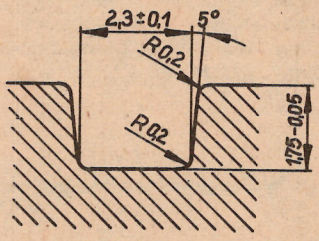

Abb. 3
Vorn am Winkelgestell befindet sich ein einzelnes Rad (Abb. 3). Beim Mähen in Fahrtrichtung laufen alle 3 Räder auf der gemähten Fläche, so daß keine Spur entsteht, außerdem kommt man auch an Hindernisse dicht heran.
Die Bolzen (21) und alle Wellen sind aus Messing. Der Durchmesser der Bolzen beträgt 6 mm, der der Wellen 12 mm. Die Dichtringe in den Wellen nach Abb. 3 sind Rundringe 8 × 2 TGL 6365 wie sie in Armaturen von handelsüblichen Heißwasserspeichern verwendet werden. Die Teile 17, 16 und 19 bestehen aus PVC.